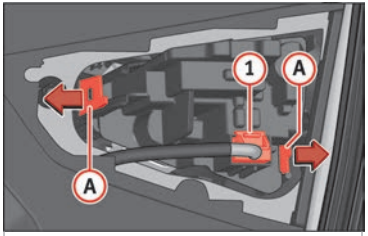

Rys. 119 Wyjąć oprawkę żarówki.
4. Wyjąć złącze żarówki. ››› **rys. 119** (1).
5. Wyjąć oprawkę żarówki, odblokowując zaciski mocujące (A).